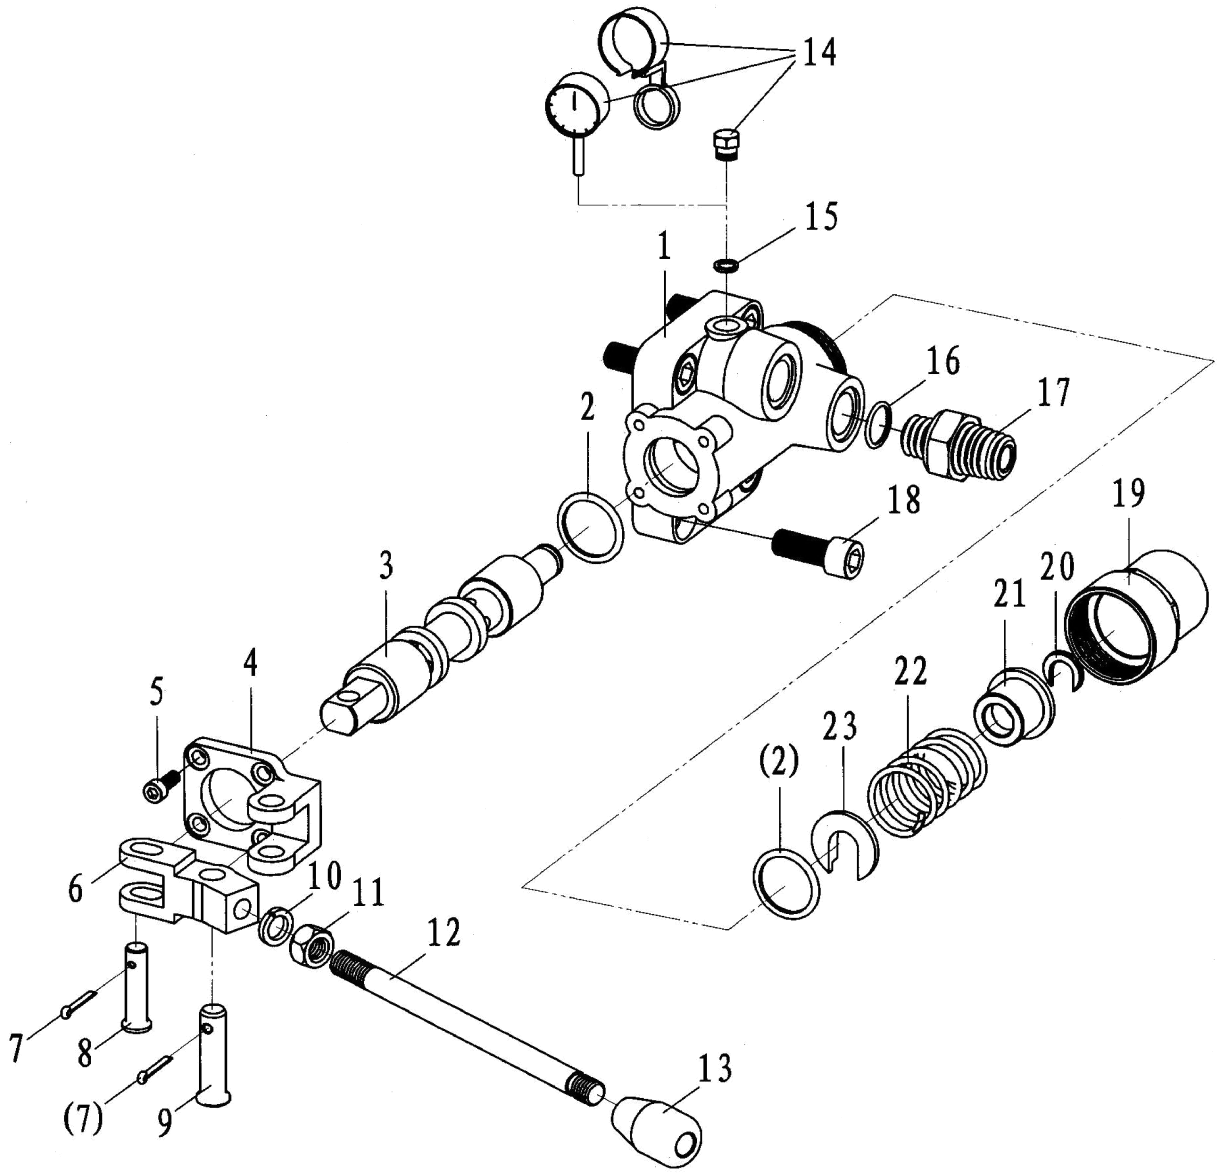

Fig. 9
9.2.7 Hand control valve and parts list（Fig. 9,Table 9）